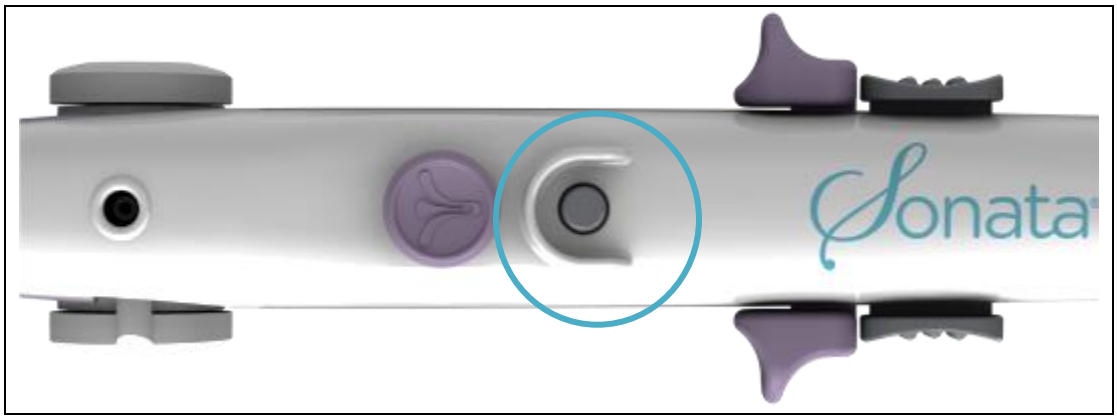

Afbeelding 2-17. Bevestigingsknop.
- bevestigingsknop (zie paragraaf 2.8.2 en afbeelding 2-17);